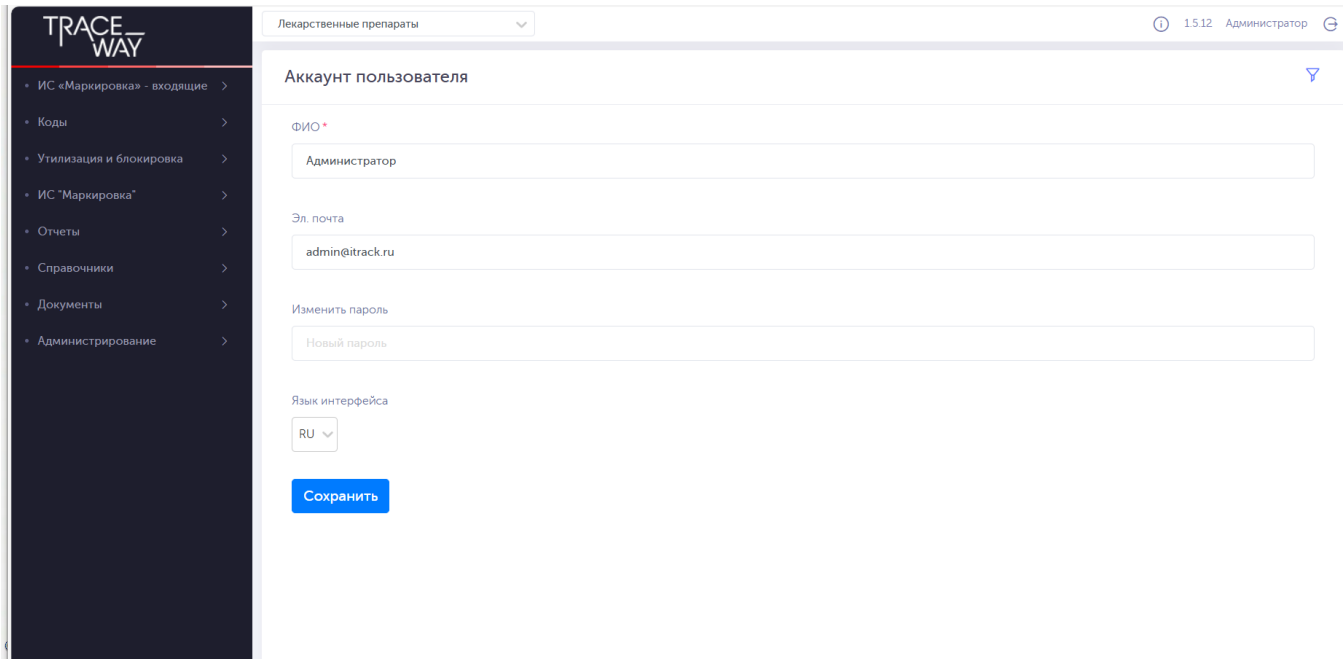

Рисунок 1-4
7) в случае успешного входа в систему откроется окно «Аккаунт пользователя» (Рисунок 1-4);